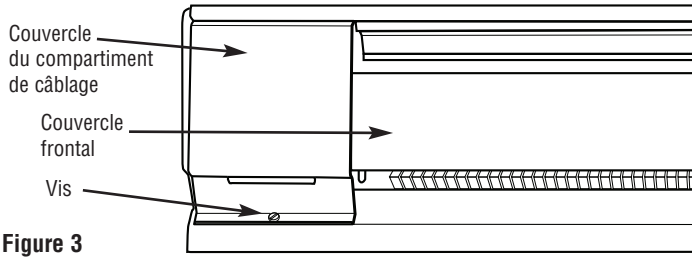

Figure 3
1. Enlevez le couvercle du compartiment de câblage à l'extrémité du radiateur où le câble d'alimentation électrique doit entrer (Figure 3). Déterminez l'emplacement de montage désiré, positionnez le radiateur au mur comme prévu et marquez le mur (ou le sol) à l'emplacement où l'alimentation électrique doit pénétrer dans le radiateur.